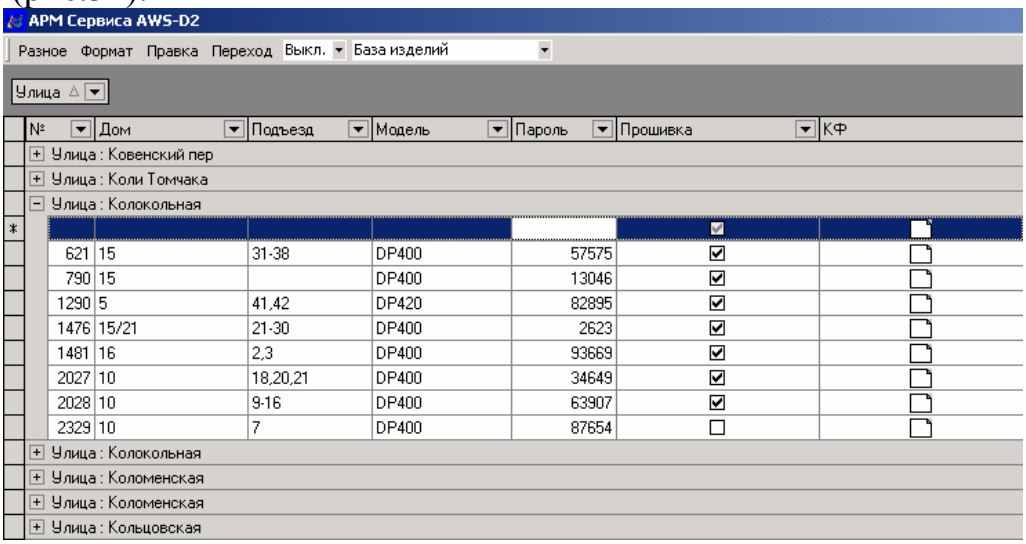

Рис.32 Группировка таблицы по полю «Улица» при добавлении новой записи.
- выбрать из списка необходимую улицу и нажать клавишу «Insert»(рис.32):
По умолчанию *сортировка записей* в таблице происходит по полю «№». Также можно сортировать записи по любому полю. Для этого достаточно щелкнуть мышкой по заголовку колонки. На заголовке появится серый треугольник вершиной вверх, что означает сортировку записей таблицы по этому полю по возрастанию. Щелкнув на том же поле второй раз, получим сортировку по убыванию, что будет индицировать серый треугольник вершиной вниз. Возможна сортировка по нескольким полям одновременно при помощи алгоритма группировки (см. рис.32...34) или при помощи клавиши «Shift».